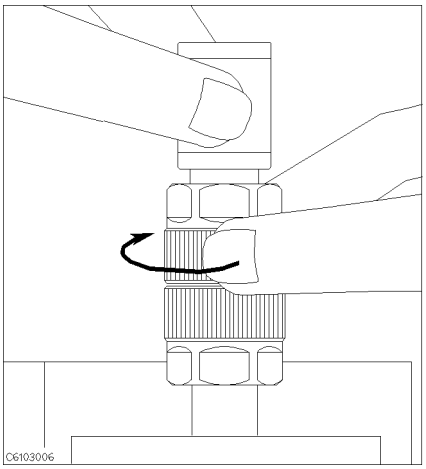

Figure 3-10.
13. Connect the 50 Ω termination on the APC-7® connector as shown in Figure 3-10.